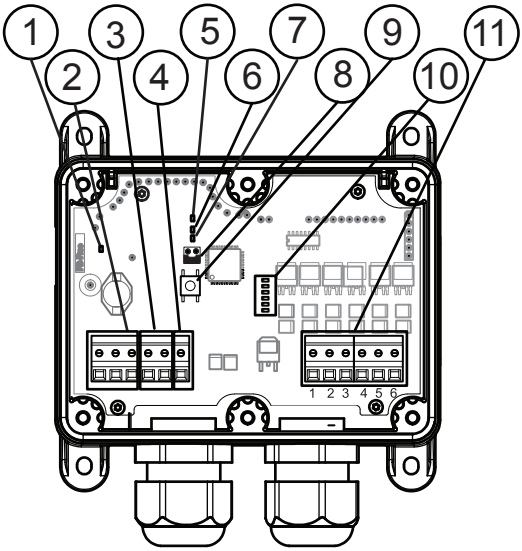
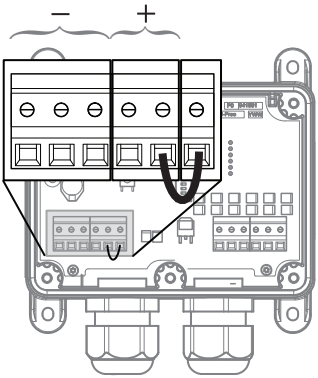

Figur 1. Indikatorer, tilslutninger og jumper på Sesam 800 RXM TL.
Figur 2. Illustration af strømtilslutningen
Model RXM TL har lysdiodeindikatorer, som viser statusinformation (se Figur 1 vedrørende indikatorernes forskellige placeringer).
Tilslut 12/24 V DC (+) til position 3, og jord (-) til position 2 (se ③ og ② i Figur 1).
Tilslut den enhed, som skal styres, til udgang 1-6 (se ⑪ i Figur 1), og jord til position 2 (se ② i Figur 1). Hvis udgangene skal forsynes af samme 12/24 V DC-forsyning som modtagerkortet, skal der placeres en lus mellem den eksterne driftsindgang (se ④ i Figur 1) og positiv (+) 12/24 V DC ved hjælp af et kabel, der har et tværsnitsareal på 0,75 mm^2 (se Figur 2).
3. Tryk på knappen “Learn/Erase” (indlæring/sletning), indtil lysdiode 7 (se ⑦ i Figur 1) lyser.